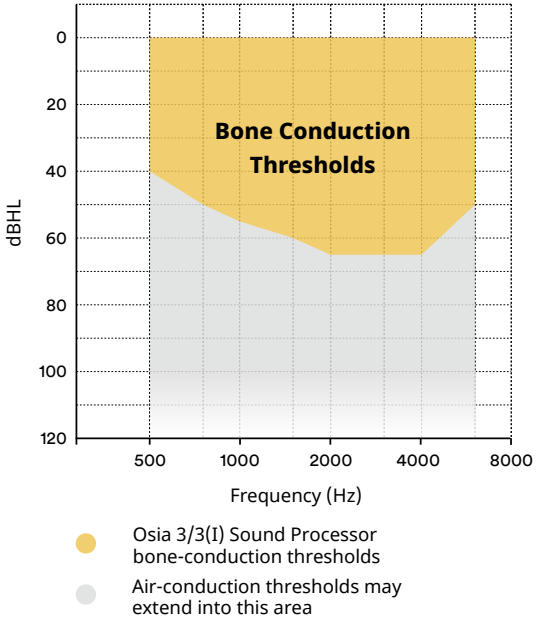

Fig.1: Range of individual bone conduction thresholds covered by the Osia System in combination with the Osia 3/3(I) Sound Processor.
- When used in combination with the Osia 3/3(I) Sound Processor: Bone conduction (BC) thresholds up to 65 dB HL (*Fig.1*).
- When used in combination with prior generation Osia sound processors or OSI100 Implant: The pure tone average (PTA) bone conduction (BC) threshold (measured at 0.5, 1, 2 and 3 kHz) should be better than or equal to 55 dB HL.